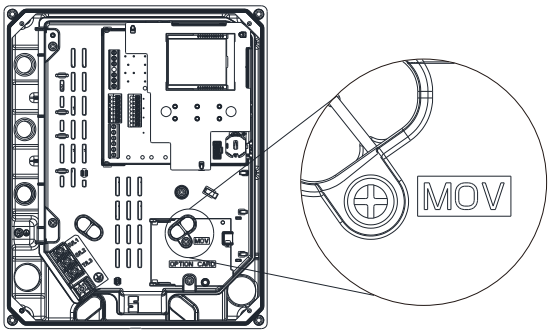

Figure 8-5
2. Check the MOV position if there is a screw tightened. If yes, then make sure the screw is tightened well, the recommended torque is 6-8 kgf-cm [5.2-6.9 lb-in] [0.59-0.78 Nm]. As shown in Figure 8-5.